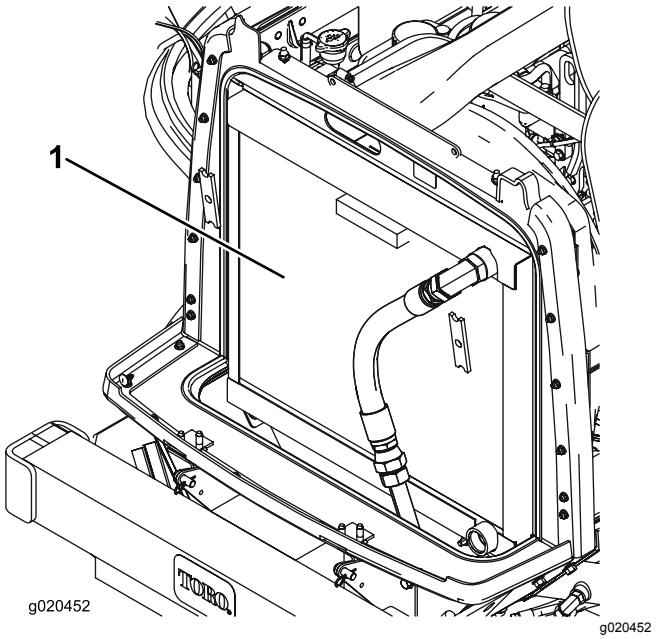

Figur 74
3. Rengør begge sider af køler-/oliekølerområdet grundigt med trykluft (Figur 74).